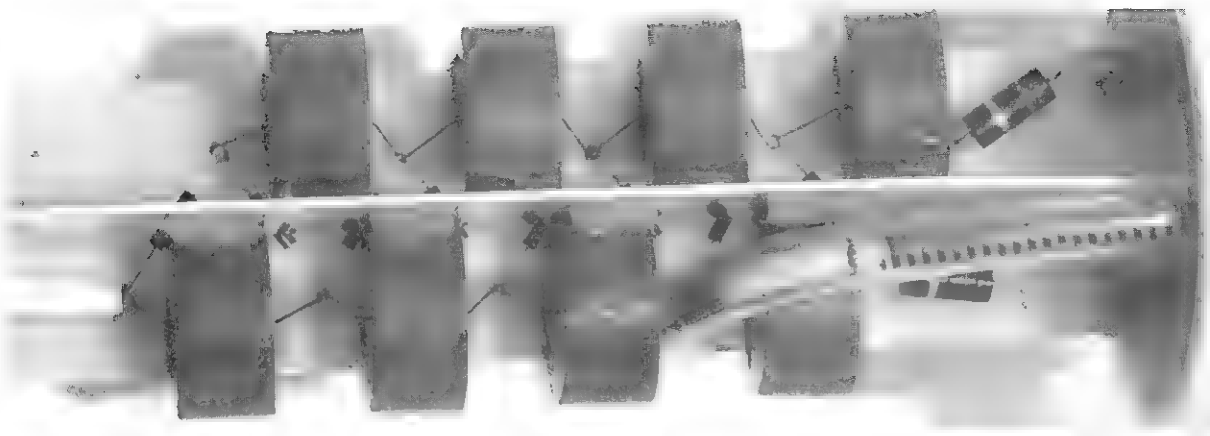

Figure 15-16 *Multiplier internal photo*
4. Sleeve resistor R14 into a plastic sleeve, as shown in Figure 15-16.